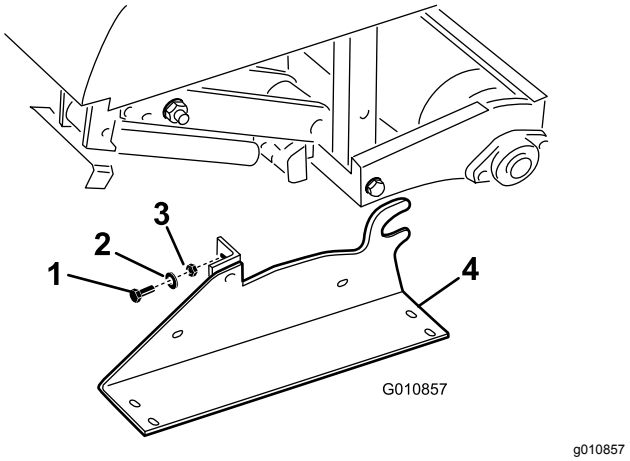

Figuur 34
2. Verwijder de bouten, borgringen en moeren waarmee de opslagstandaarden aan beide uiteinden van de beluchter zijn bevestigd (Figuur 34).